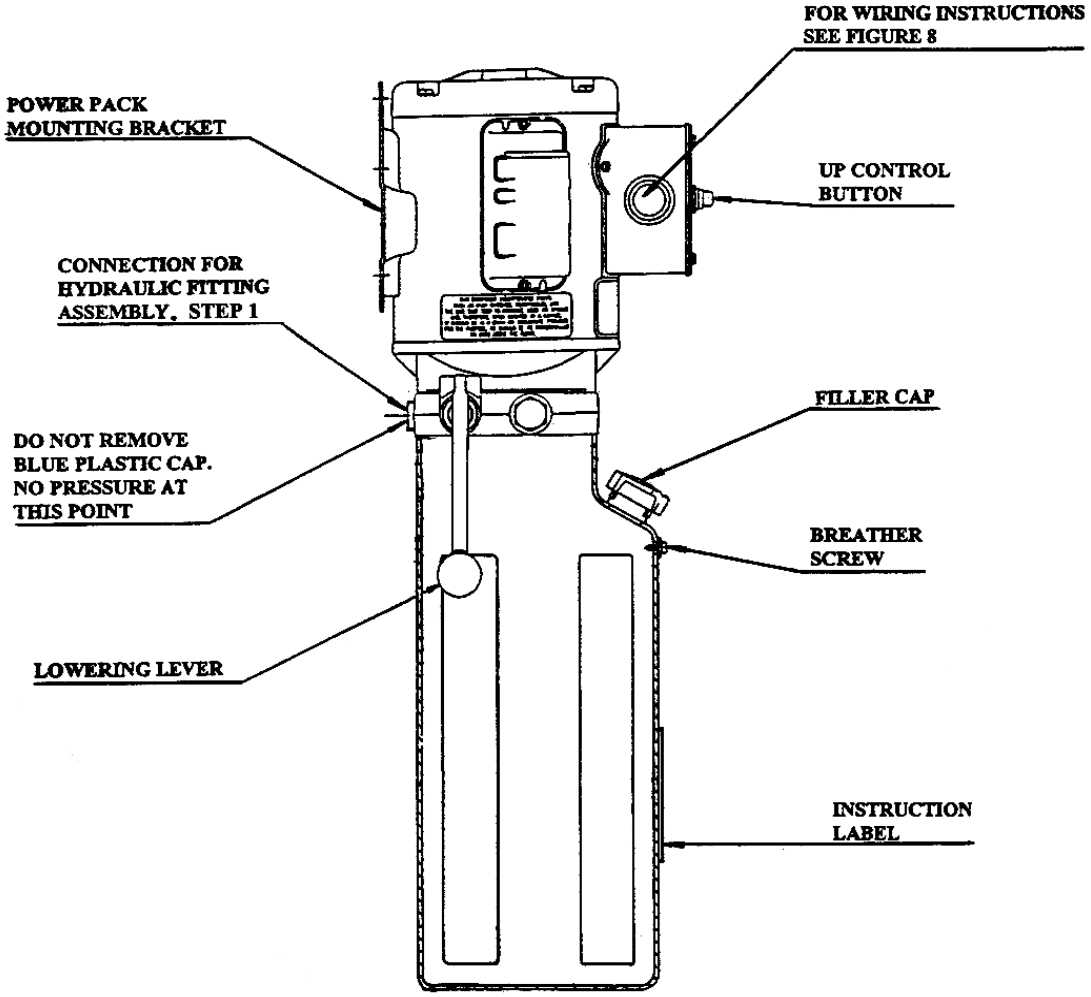

Figure 7 – Powerpack Details
2. Bolt power pack to the mounting bracket on the power side tower using four (4) 5/16”-18UNC x 1”LG. hex head bolts, four (4) 5/16” ID lock washers, four (4) 5/16” ID flat washers and four (4) 5/16”-18UNC hex nuts. Do not tighten.
3. Remove the filler cap from the powerpack and fill the reservoir with approximately 4.5 Gal. (18L) of ISO32 hydraulic oil (10 wt. hydraulic oil). Remove breather screw when filling and replace when full. Refer to figure 7.